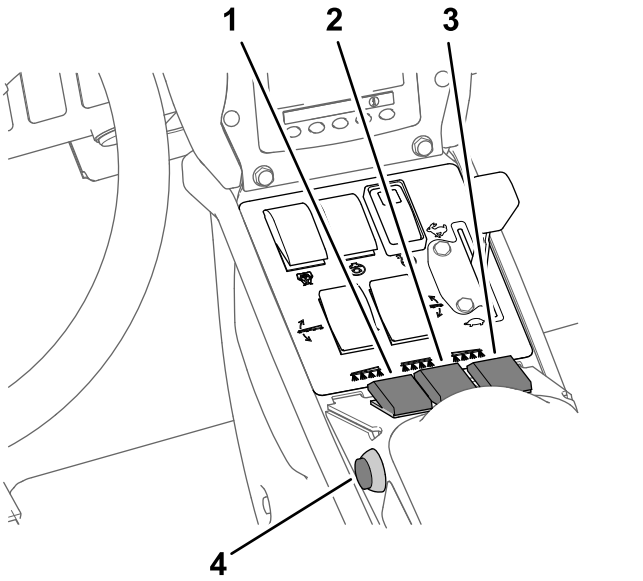

Figura 39
7. Ponga los interruptores de sección de fumigación en la posición de ACTIVADO (Figura 39).
10. Conduzca a la velocidad deseada y luego ponga el interruptor maestro en la posición de ACTIVADO para empezar a fumigar (Figura 39).
3. Ponga el interruptor maestro en la posición de DESACTIVADO; consulte Figura 39, en Fumigación en el Modo de caudal de aplicación (página 39).
7. Ponga los interruptores individuales de las secciones que desea utilizar en la posición de ACTIVADO; consulte Figura 39 en Fumigación en el Modo de caudal de aplicación (página 39).
9. Conduzca a la velocidad deseada y luego ponga el interruptor maestro en la posición de ACTIVADO para empezar a fumigar; consulte Figura 39, en Fumigación en el Modo de caudal de aplicación (página 39).